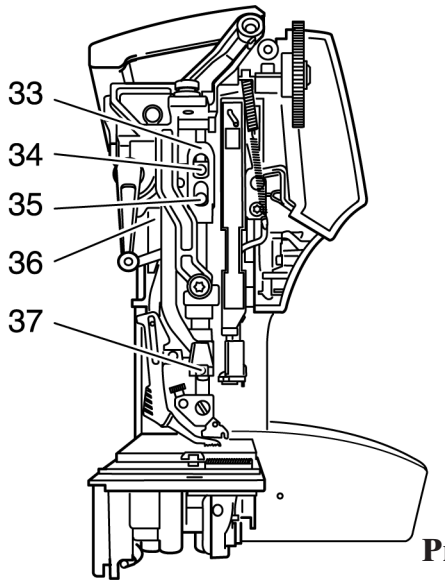

Рис. 21
- Отпустите рычаг прижима ткани, чтобы он установился в нормальном верхнем положении. Лапка зигзагообразного стежка должна параллельно и без зазоров прилегать к установочному шаблону. Рычаг отпуска игольной нитки 33 не должен иметь люфта (рис. 21).
- Ослабьте три винта 34, 35 и 37 (рис. 21).